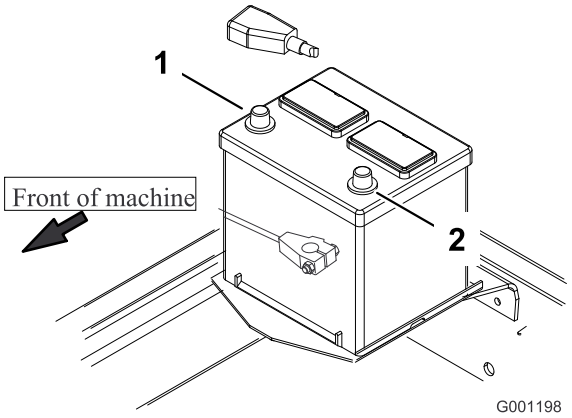

**Figuur 11**
8. Bevestig eerst de pluskabel (rood) aan de klem van pluspool (+) van de accu en daarna de minkabel (zwart) aan de klem van minpool (-) van de accu (Figuur 11). Schuif het rubberen stofkapje over de pluspool om eventuele kortsluiting te voorkomen.